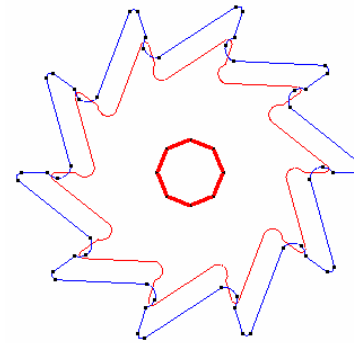

Figure 19. The selected lines that define the hole
3. Select the lines that define the hole (Figure 19) and press **ESC**.